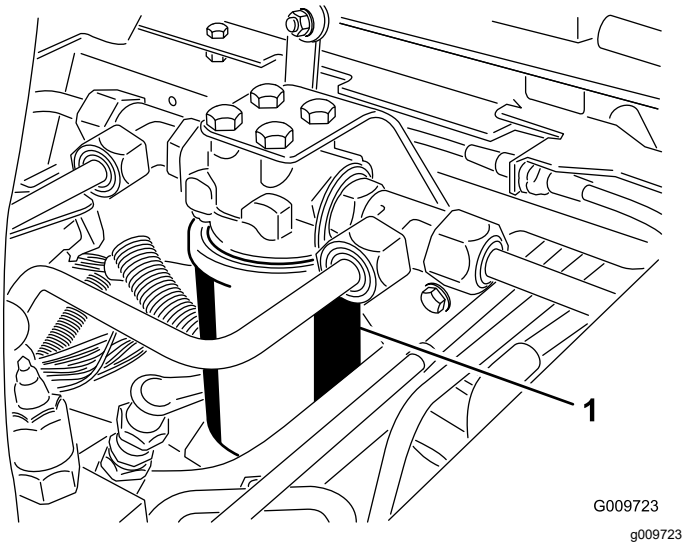
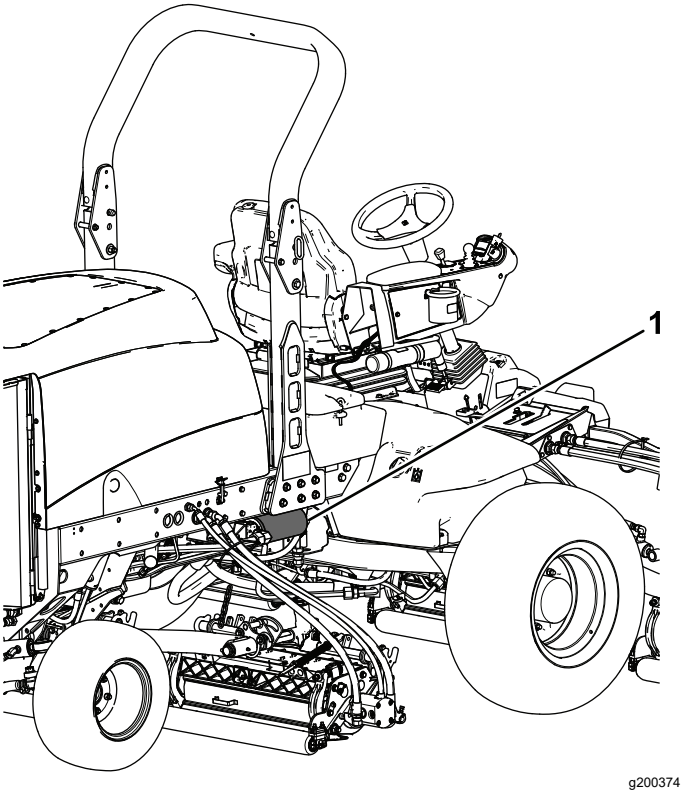

Figuur 118
Figuur 119
3. Plaats een opvangbak onder het filter en verwijder het filter (Figuur 118 en Figuur 119).